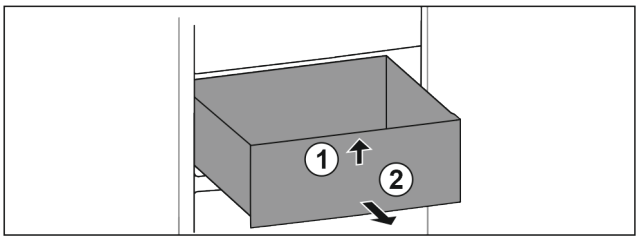

Fig. 91
▶ Приподнимите выдвижной ящик спереди. *Fig. 91 (1)*
▶ Извлеките выдвижной ящик движением вперед. *Fig. 91 (2)*